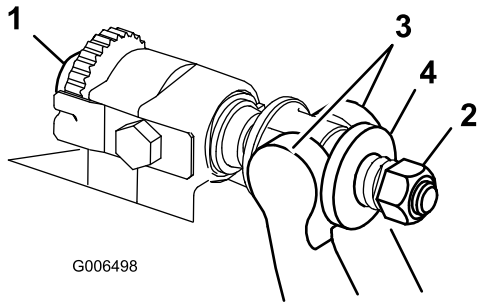

Rysunek 13
1. Obróć śrubę regulacyjną w lewo w celu odsunięcia noża dolnego od wirnika (Rysunek 13).
2. Odkręcaj nakrętkę naciągu sprężyny do momentu, gdy podkładka nie będzie już dociśnięta do noża dolnego (Rysunek 13).